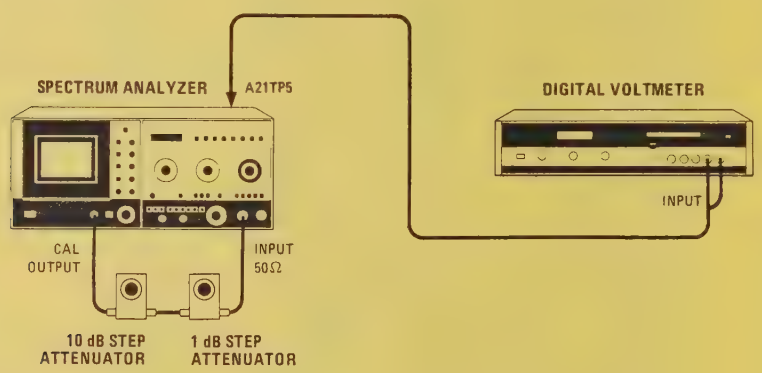

Figure 5-16. Log Amplifier Adjustment Test Setup
c. Reconnect power cord, set LINE switch ON, and connect equipment as shown in Figure 5-16. Set normal (green) settings and other spectrum analyzer controls as follows: